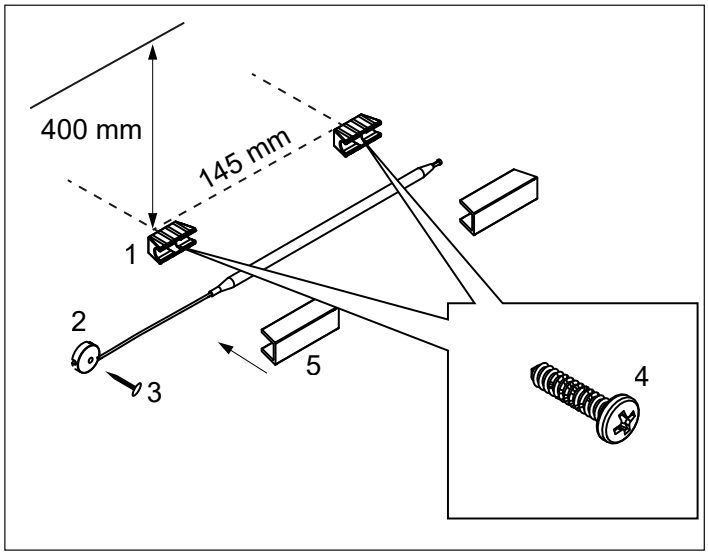
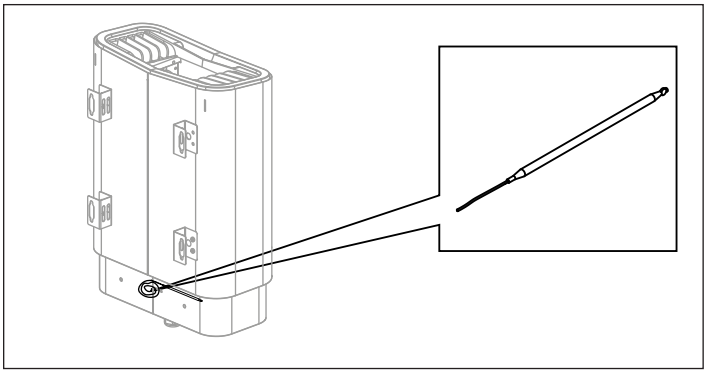

Figure 12 : installation du capteur de température
Figure 14 : Localisation du capteur de température
Installez les supports de capteur d'humidité et de température (voir (1) dans la Figure 12) à 400 mm en dessous du plafond et à 145 mm de distance à l'aide des deux vis fournies (4).
Insérez le capteur de température (situé à l'arrière du poêle, voir Figure 14) et fixez le tube capillaire en place à l'aide des clips (2) et des clous de finition (3) (voir Figure 12).
Pour un raccordement à d'autres tensions ou d'autres nombres de phases ne figurant pas sur le schéma de la Figure 14, contactez le service de maintenance TylöHelo.